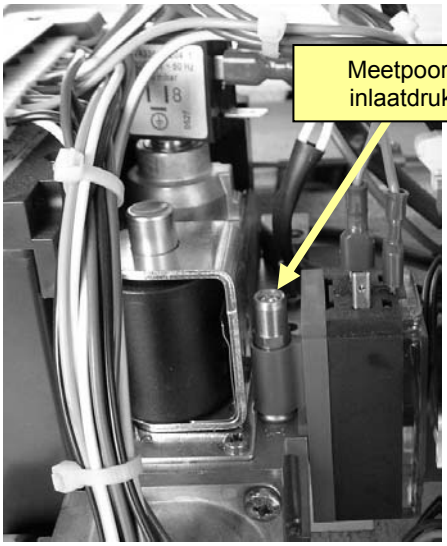

Afb. 19
- Plaats het slangetje van een nauwkeurige manometer op de inlaatdrukpoort (afbeelding 19) van de gasregelklep nadat u de schroef één slag hebt losgedraaid.